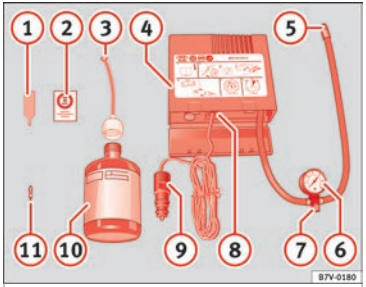

Fig. 163 Standard representation: Contents of the tyre mobility system.
The tyre mobility set is located underneath the floor covering in the luggage compartment. It includes the following components ›› **Fig. 163**:
Screw in the inflator tube ››› Fig. 163 (5) again and check the pressure on the gauge (6).